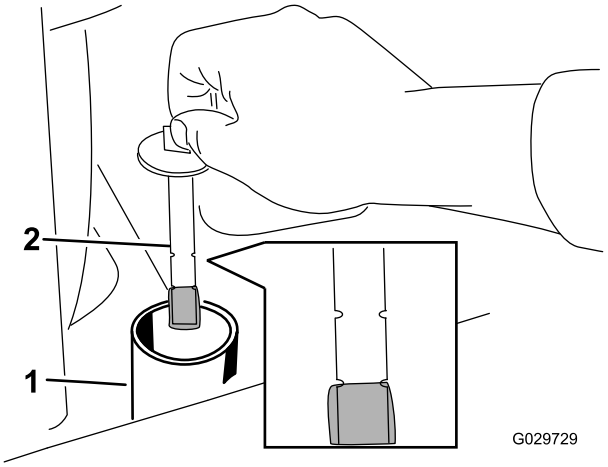

Figuur 59
6. Verwijder de dop van de hydraulische tank en de peilstok (Figuur 59).